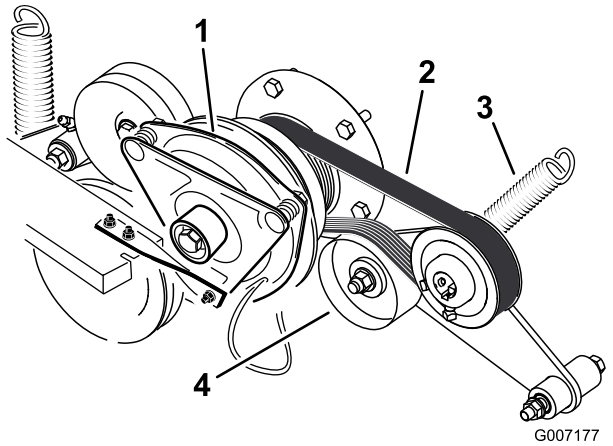

Figuur 74
3. Haal de veer van de arm van de spanpoelie (Figuur 74).
4. Plaats een nieuwe riem rond de motorpoelie en de poelie van de pomp van het hydraulische systeem (Figuur 74).
6. Monteer de veer op de arm van de spanpoelie (Figuur 74).